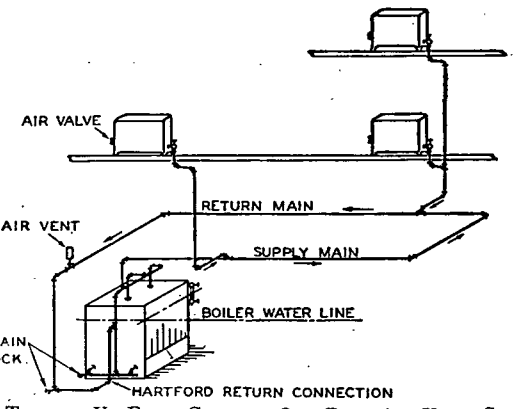
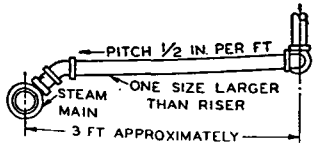

FIG. 3. TYPICAL UP-FEED GRAVITY ONE-PIPE AIR-VENT SYSTEM
FIG. 4. TYPICAL STEAM RUNOUT WHERE RISERS ARE NOT DRIPPED
1. Up-feed one-pipe systems where the radiators and other heating units are located above the supply mains. The mains in this instance convey both steam and condensate. Therefore, it is preferable to limit this design to systems with a connected load under 2500 sq ft EDR. Such a system is illustrated in Fig. 3. Typical connections to radiator or risers are illustrated in Figs. 4, and 5 and method of changing sizes of mains in Fig. 6.
2. Up-feed one pipe system with a connected load in excess of 2500 sq ft EDR, where radiators and other heating units are located above the mains, as illustrated in Fig. 8. It will be noted that the mains are dripped at each riser connection to a wet return, as indicated in Fig. 5, so that the mains carry a minimum of the condensation. This feature is always desirable in the design of any one-pipe steam system. Radiators immediately above the mains may be connected as shown in Fig. 4. Up-feed systems are not recommended for systems higher than four or five stories.